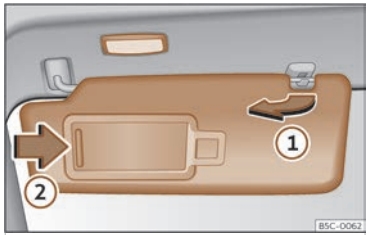

Fig. 100 Sun visor
- The sun visor can be pulled out of its mounting and turned towards the door ››› **Fig. 100** ①.